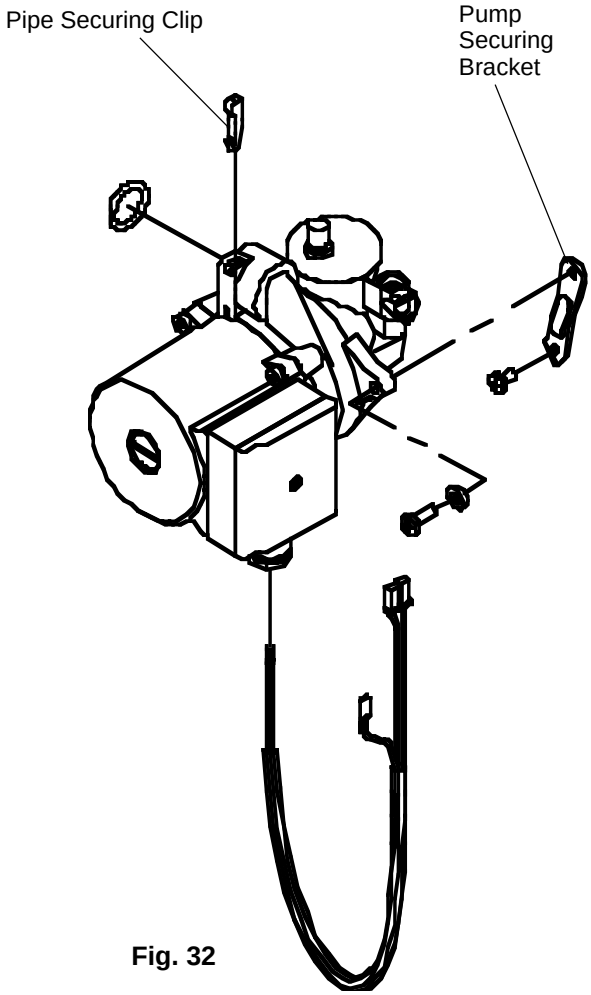

Fig. 32
8.14.6 Disconnect push fit pipe from pump body by releasing pump securing clip and pulling pipe free from body. See fig. 32.